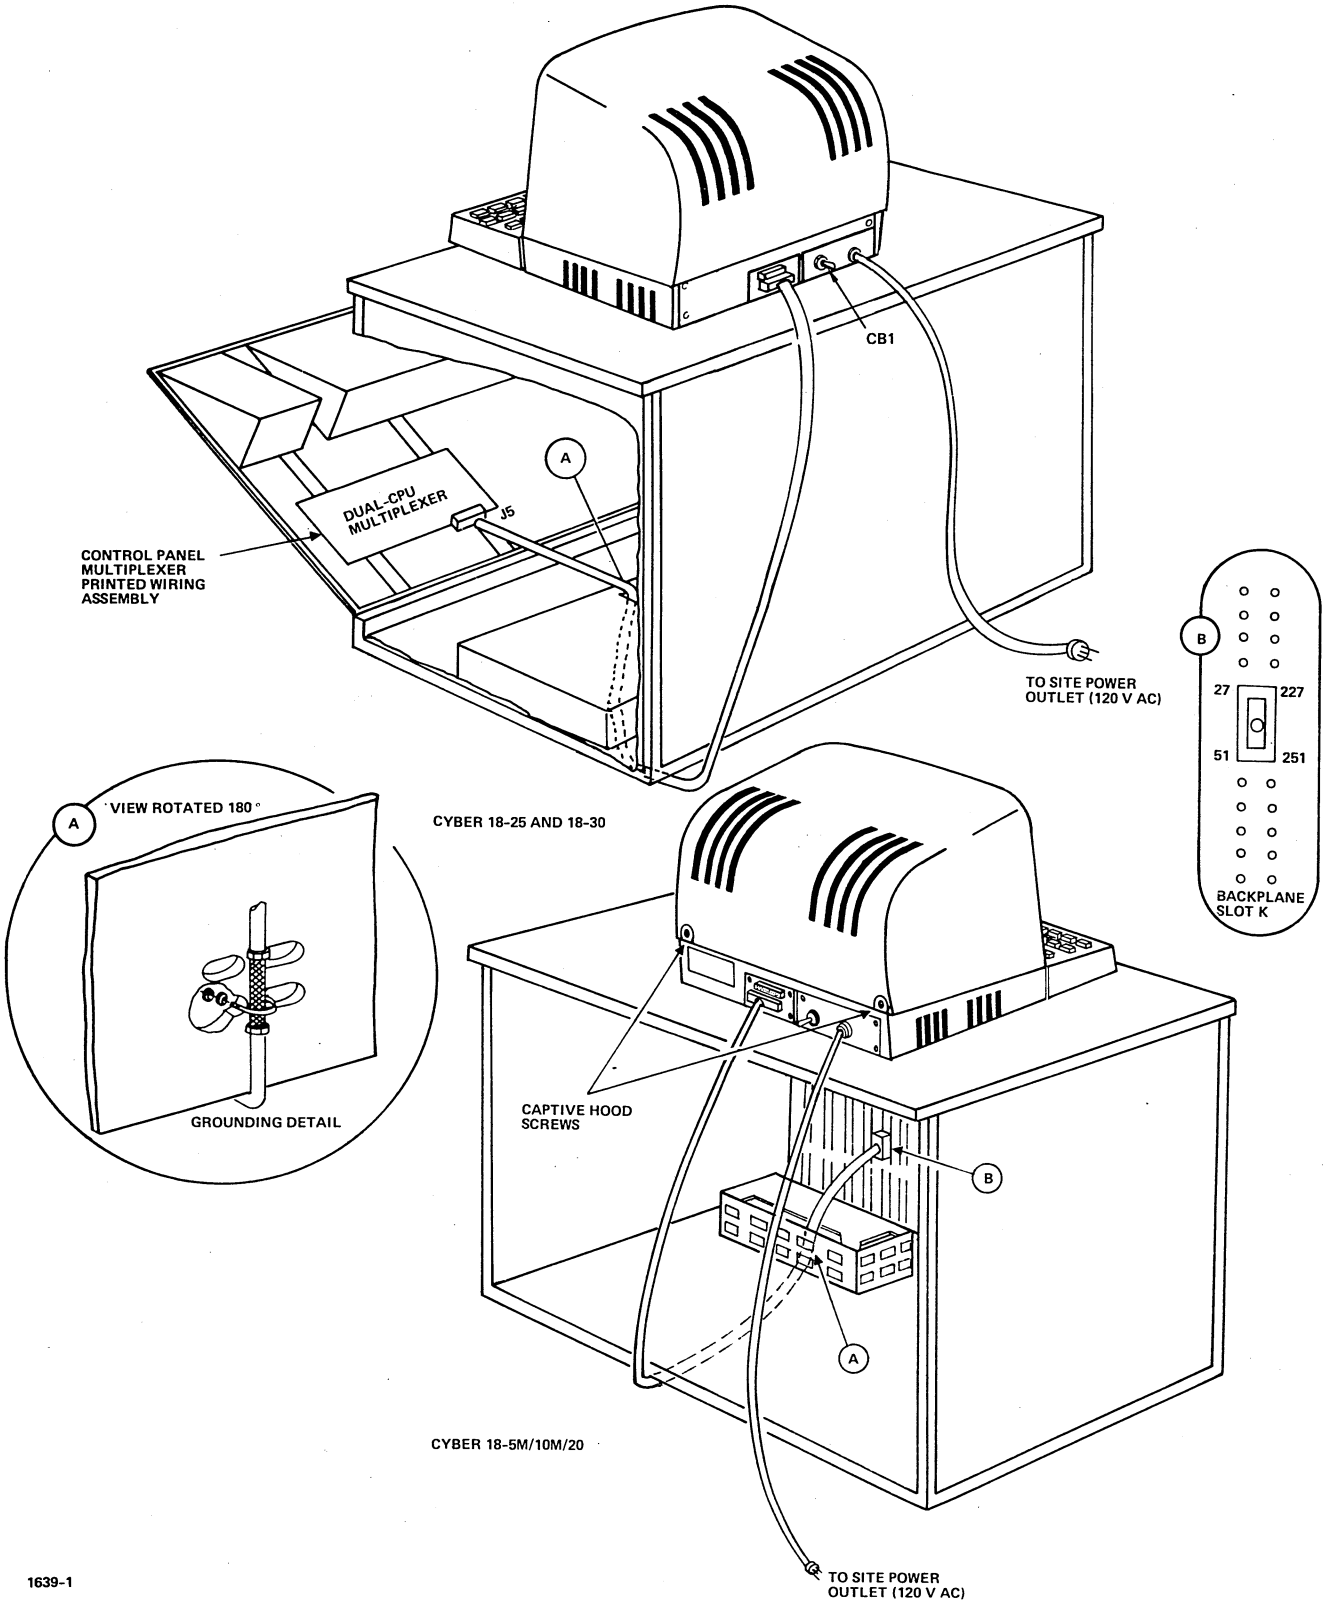

Figure 6-2. CYBER 18 Console Display Signal and Power Cable Connections
Refer to figure 6-2 for the location and manner of connecting the input power cord of the console display.
1. Attach the signal cable to the processor I/O-TTY controller (slot K) as shown in figure 6-2.
2. Attach the cable shield to the cabinet as illustrated in figure 6-2.
1. Remove the cover hood of the console display by removing the two screws at the rear of the unit (figure 6-2).